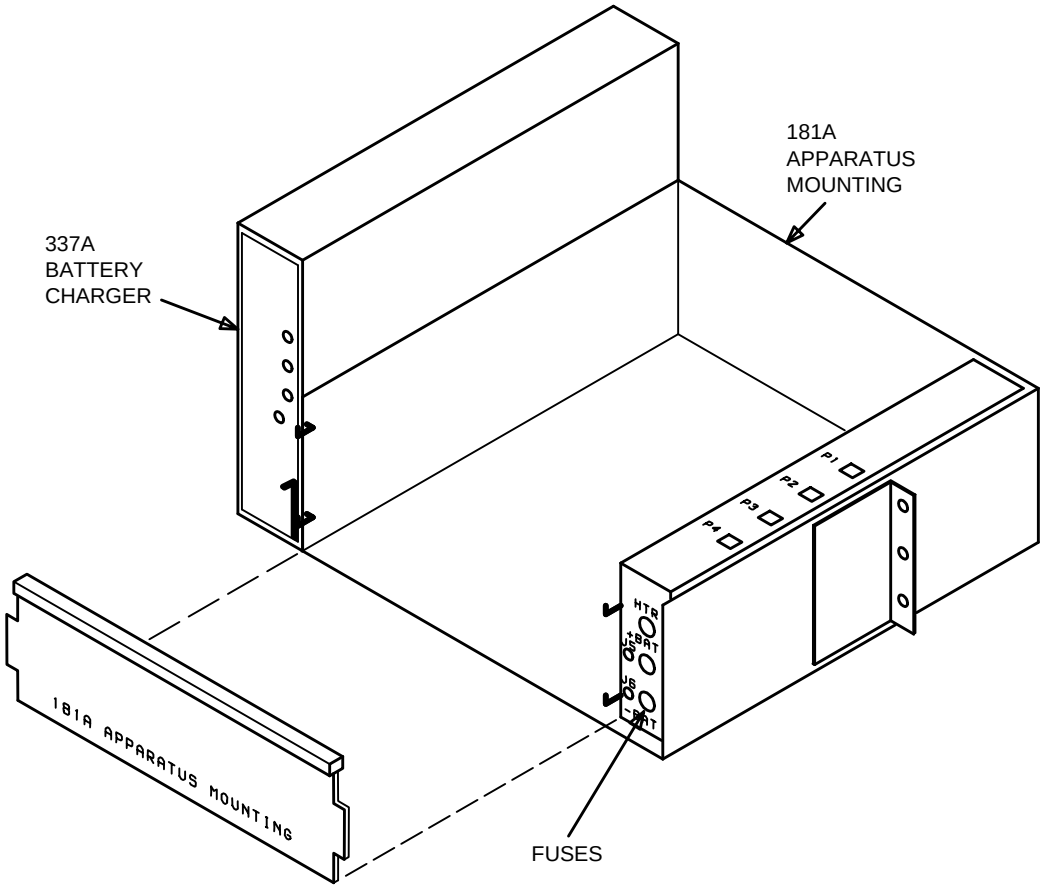

**Figure 1 – Battery Shelf**
3. On front of battery shelves, remove front covers by lifting covers up and out (Figure 1).